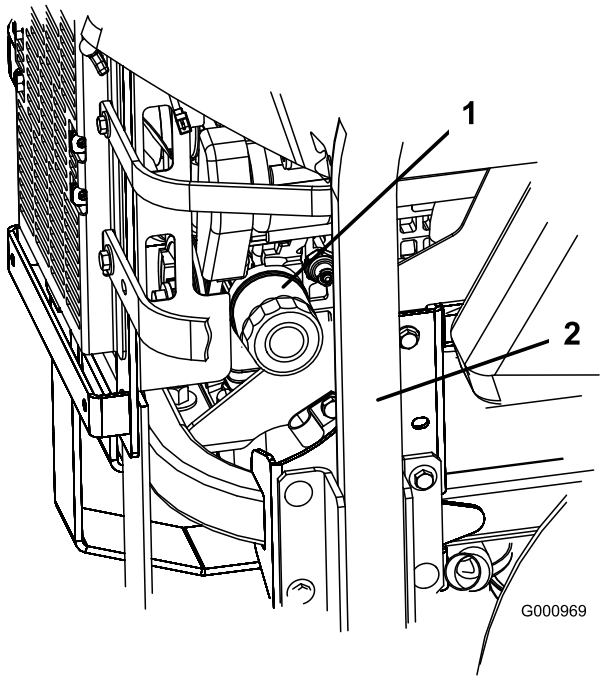
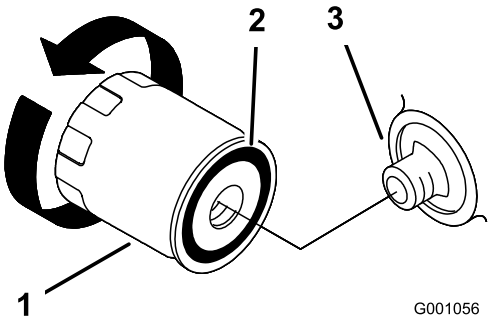

**Figur 46**
**Figur 47**
2. Drej filteret mod uret for at afmontere det (Figur 46 og Figur 47).